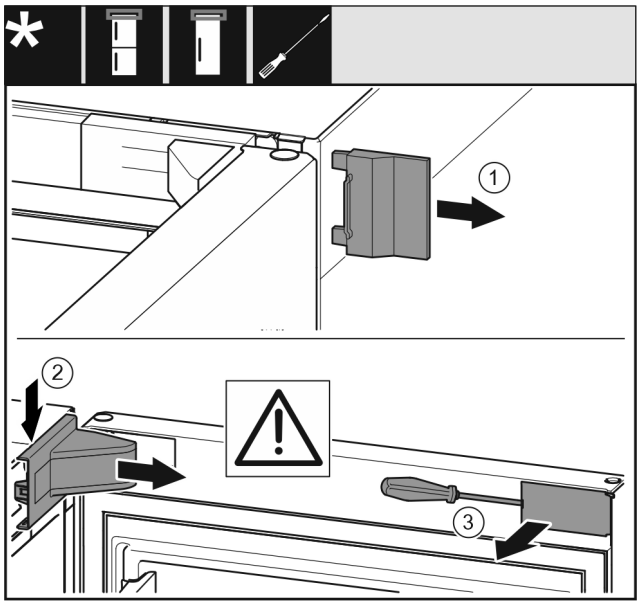

Fig. 8
▶ Снимите внешнюю крышку. *Fig. 8 (1)*
▶ Освободите и отсоедините крышку опорного кронштейна. Снимите крышку опорного кронштейна. *Fig. 8 (2)*
▶ При помощи шлицевой отвертки освободите накладку и отведите в сторону. *Fig. 8 (3)*